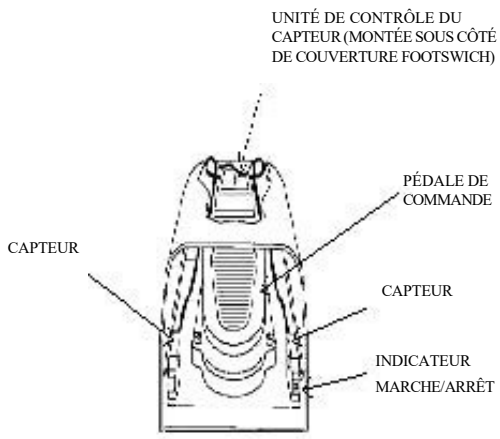

Figure 7 : Installation du capteur laser sur le CÔTÉ du BOITIER de l'interrupteur au pied laser.
3. Placez l'interrupteur au pied laser sur une surface de travail facilement accessible (Figures 7 et 8).